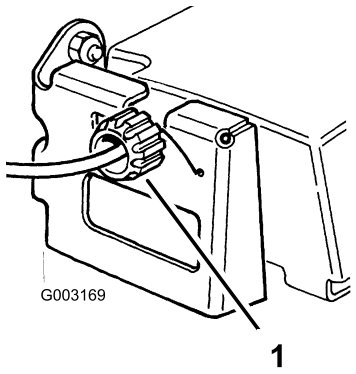

Bild 30
2. Drehen Sie das Einstellrad um eine halbe Umdrehung nach rechts, wenn der Rasenmäher seinen Selbstantrieb verloren hat. Wenn der Rasenmäher vorwärts kriecht, stellen Sie das Einstellrad eine halbe Umdrehung nach links, um den Riemen zu lösen (Bild 30).